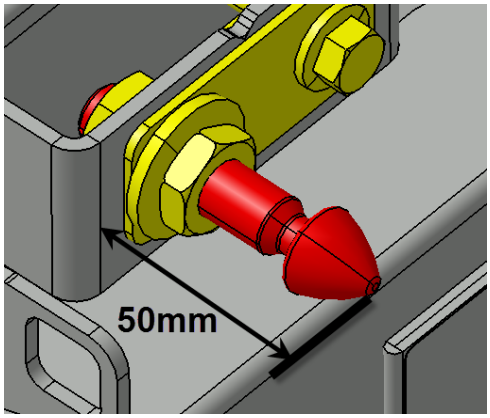

FIGURE 54:
11. Avant le premier essai de fermeture complète de la porte, assurez-vous que la goupille d'alignement/verrouillage n'excède pas plus de 2" (50mm) de son support. (Figure 54:). Des dommages peuvent subvenir à la porte si cette condition n'est pas respectée.